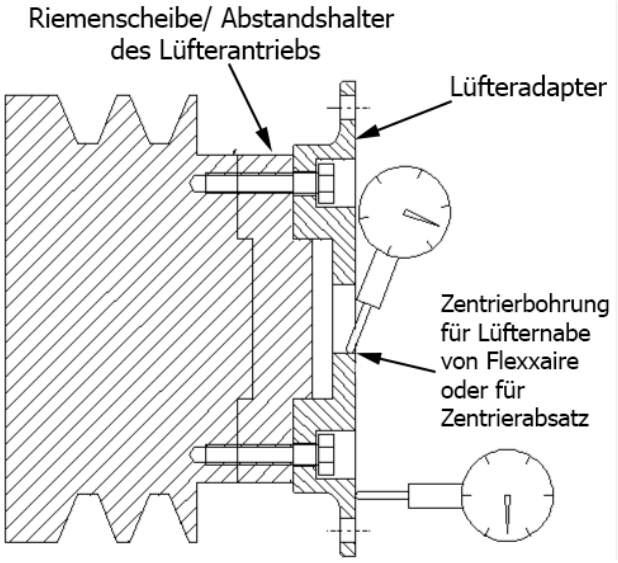

Abbildung 4
1. Installieren Sie den mitgelieferten Adapter mit den Schrauben des ursprünglichen Lüfters. Verwenden Sie gleich- oder höherwertige Schrauben, falls die Schraubenlänge variiert. Beachten Sie die Drehmoment- und Gewindesicherungsvorgaben des jeweiligen Herstellers bei der Montage des Adapters am Lüfterantrieb. Vgl. Abbildung 4.
2. Richten Sie eine Messuhr ein, um die axiale Abweichung des Lüfteradapters an der Montagefläche des Lüfters zu messen. Die Abweichung darf 0,13 mm (0,005") nicht überschreiten. Vgl. Abbildung 4.
3. Richten Sie eine Messuhr ein, um die radiale Abweichung am Durchmesser der Zentrierbohrung oder des Zentrierabsatzes am Lüfteradapter zu messen. Die Abweichung darf 0,13 mm (0,005") nicht überschreiten. Vgl. Abbildung 4.